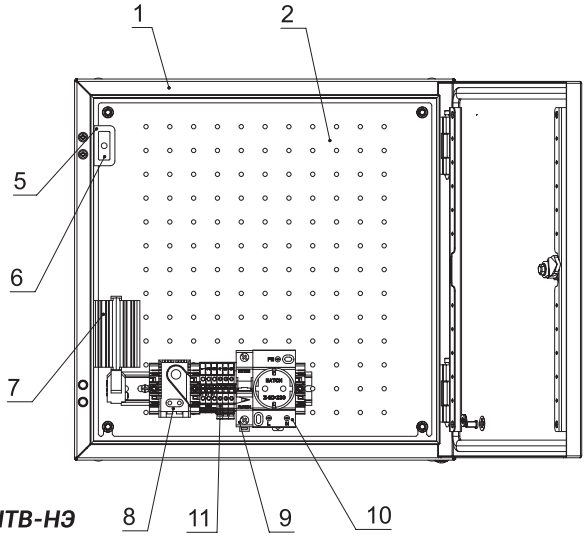

Рис. 2. Общий вид шкафа серии ШТВ-НЭ
Корпус шкафов серии ШТВ-НЭ (поз. 1 рис. 2) имеет металлическую сварную конструкцию, внутри покрыт слоем утеплителя с фольгированием, что увеличивает термоизоляцию и уменьшает теплопотери через стенки шкафа. В комплект шкафа входят задняя перфорированная оцинкованная панель (поз. 2. рис. 2). Отверстия для ввода кабелей находятся в основании шкафа. Для комплектации Т1 в боковых стенках шкафа предусмотрены отверстия для установки вентилятора с фильтром (поз. 3 рис. 2), а также фильтра впускного (поз. 4 рис. 2). На кронштейне (поз. 5 рис. 2), расположенном на боковой стенке шкафа, находится датчик открытия дверей (поз. 6 рис. 2). На боковой внутренней поверхности шкафа установлены две DIN-рейки, на которых крепятся нагреватель (поз. 7 рис. 2), имеется место для установки дополнительного оборудования.
На оцинкованной панели расположена DIN-рейка с установленными на ней термостатом (поз. 8 рис. 2), клеммами винтовыми (далее клеммники) (поз. 11 рис. 2), автоматическим выключателем (поз. 9 рис. 2) и розеткой штепсельной (поз. 10 рис. 2).
Для защиты оборудования от перегрузок, токов короткого замыкания используется автоматический выключатель 1р 16 А (поз. 9 рис. 2).
В шкафу установлен датчик контактного типа – переключатель кнопочный WP20 (поз. 6 рис. 2), срабатывающий при открывании двери. Характеристики датчика приведены в таблице 2.
Нагреватель расположен на боковой DIN-рейке, используется для нагрева воздуха внутри шкафа (поз. 7 рис. 2). Кабель нагревателя подключается к клеммнику XT1 (поз. 11 рис. 2) и терморегулятору.
Вентилятор применяется в шкафах исполнения T1, устанавливается в боковое отверстие корпуса шкафа, используется для охлаждения внутреннего объема шкафа (поз. 3 рис. 2). Кабель вентилятора подключается к клеммнику XT1 (поз. 11 рис. 2) и терморегулятору.
В шкафу находится термостат (поз. 8 рис. 2), расположенный на DIN-рейке монтажной панели, который регулирует работу нагревателя в шкафу (EK1 на схеме) а также вентилятора (M1 на схеме).
5. Проверить с помощью специального инструмента наличие напряжения 230 В в розетке XS1 (поз. 10 рис. 2) .